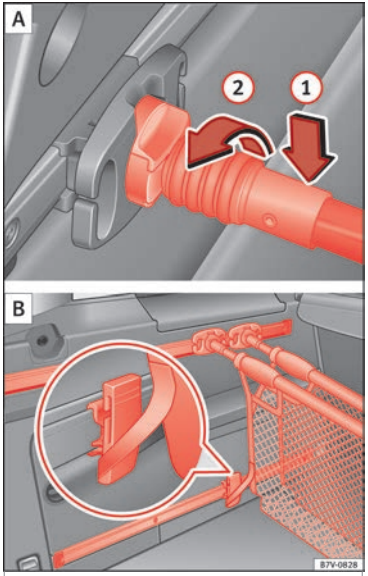

Fig. 169 Hook the baggage net A and use it as a bag B.
Place the attachment rod on the baggage net support ››› **Fig. 169** (1) and rotate 90° to the left (2). The red mark on the attachment rod should not be visible ››› ⚠.
- Hook the baggage net attachment strap underneath into one of the movable attachment elements ››› **Fig. 169 B**.